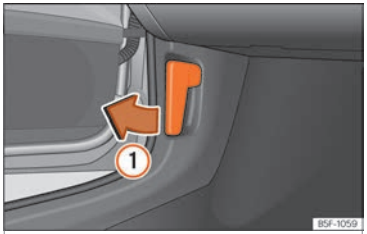

Fig. 12 Release lever in the driver's footwell area.
- Open the door and pull the lever under the dashboard ››› Fig. 12 ①.